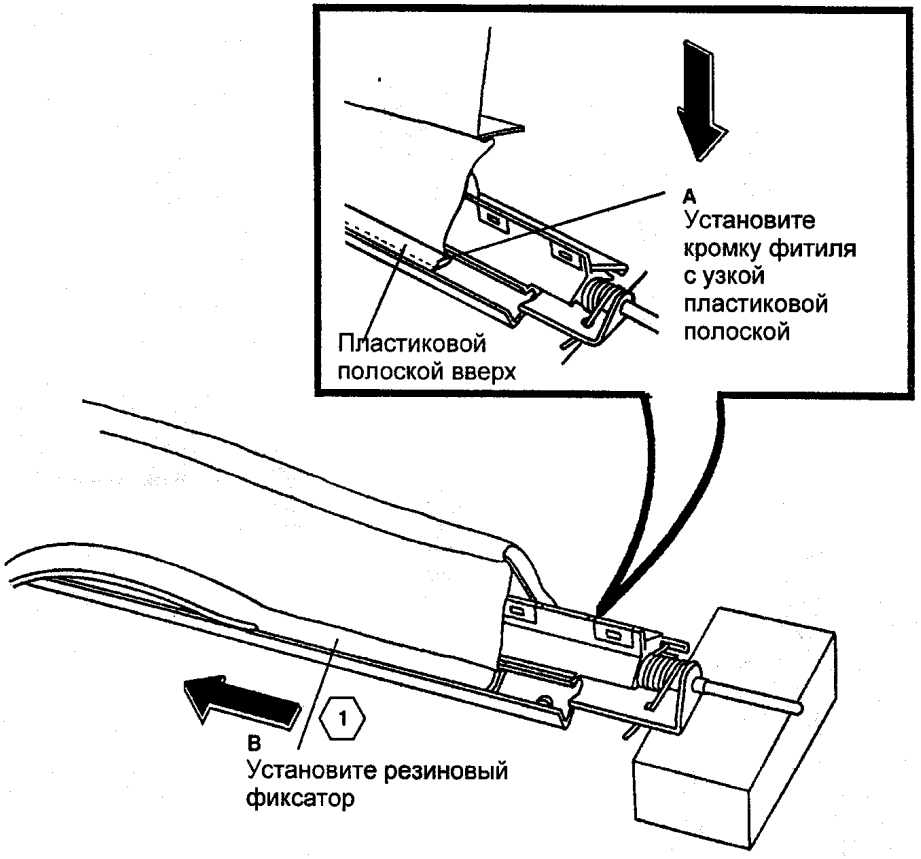

Рис. 3 Установка кромки фитиля с узкой пластиковой полоской
1. (РИС. 3): УСТАНОВИТЕ КРОМКУ ФИТИЛЯ С УЗКОЙ ПЛАСТИКОВОЙ ПОЛОСКОЙ.